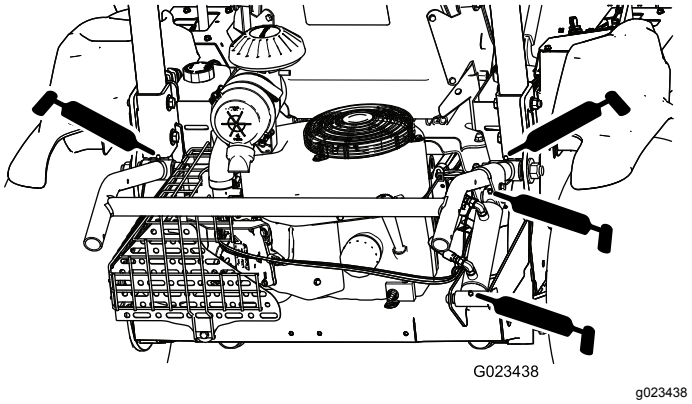

**Figur 36**
- Tilbehørsheis (4) – Figur 36